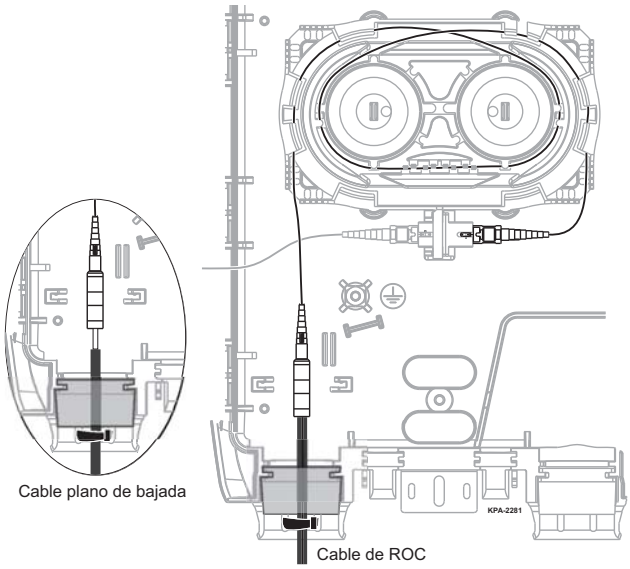

Figura 8 — Instalar conector y guía en el adaptador
IMPORTANTE: *Las configuraciones del NID varían, de modo que utilice el método más adecuado para el tipo de NID que esté utilizando. El NID de Corning (p/n FNI-NGI-U1010) se muestra como ejemplo (Figura 8).*
Paso 9: Guiar el tubo de bifurcación en torno a la bandeja de direccionamiento de la fibra del NID (Figura 8).
IMPORTANTE: *Figura 8 muestra el NID de Corning (p/n FNI-NGI-U1010), pero el direccionamiento de la fibra puede diferir según el NID real utilizado.*